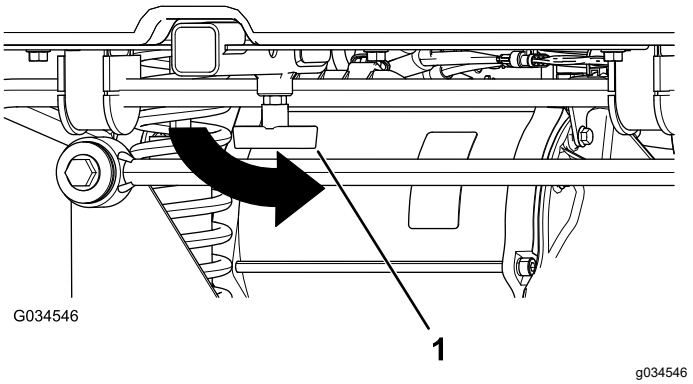

Figur 21
4. Dra åt T-handtaget genom att vrida det moturs (Figur 21).